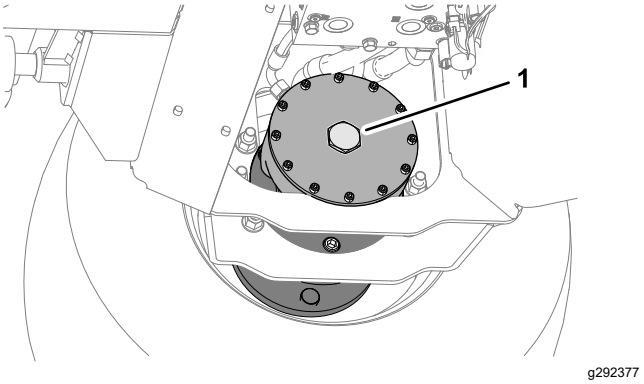

**Figur 46**
2. Sæt den sekskantede prop i motorens endeplade (Figur 46).
6. Gem de 2 bolte (12 x 40 mm) og 2 spændeskiver (12 mm), der befinder sig i platformens støtteskinner (Figur 46).